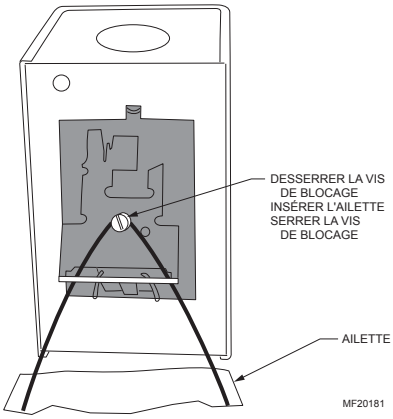

**Fig. 10. Fixation de l'ailette à l'interrupteur.**
**4.** Fixer l'ailette à l'interrupteur de la façon indiquée à la Fig. 10.